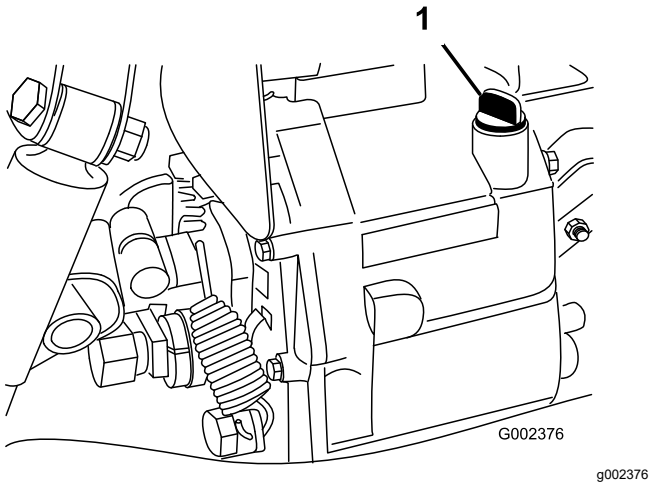

Bild 66
4. Reinigen Sie den Bereich um den Peilstab (Bild 66).